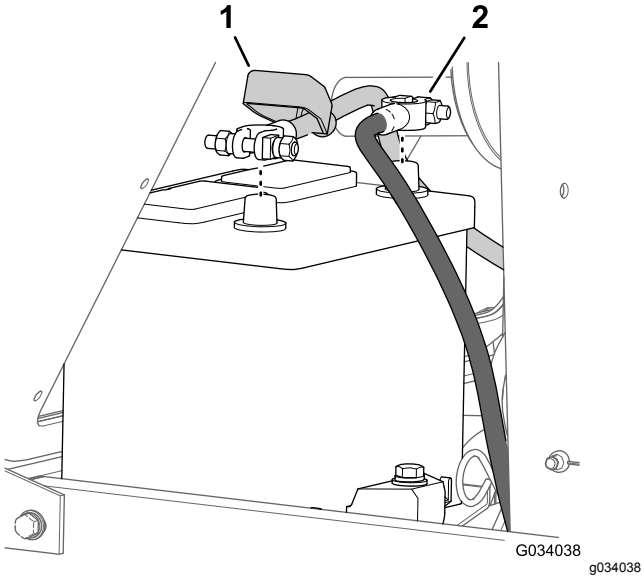

**Figur 53**
2. Tag batteriets minuskabel (-) af batteripolen (Figur 53).
3. Skyd isolatordækslet væk fra batterikablets klemme (Figur 53).
4. Tag pluskablet (+) af batteriets pol (Figur 53).
7. Tilslut kablerne, pluskablet (+) til batteriets pluspol (Figur 53).
8. Slut minuskablet (-) til batteriets minuspol (Figur 53).